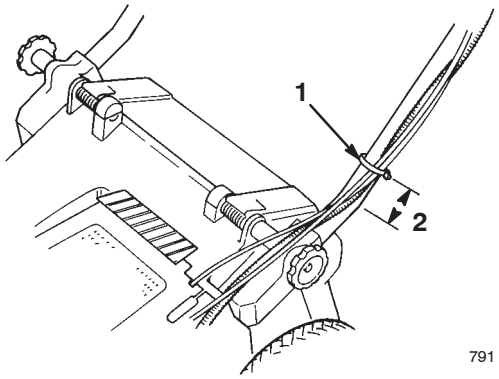

Figure 4
6. Secure the cables to the lower side of the left hand tube with a cable tie (Fig. 4). Position the cable tie 1 inch (25 mm) from the bend in the handle as shown in Figure 4.